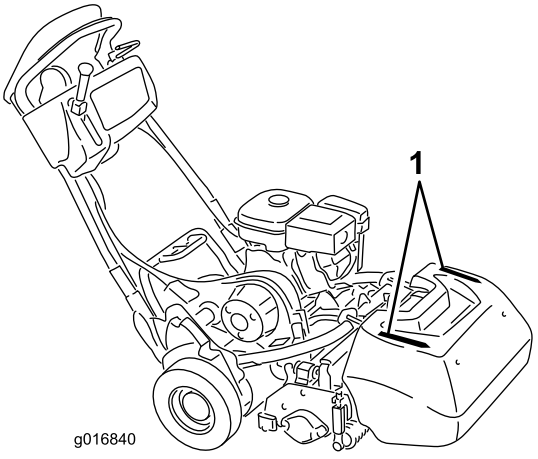

Figuur 25
- Om ervoor te zorgen dat het u gazon in een rechte lijn maait en de machine op een gelijke afstand van de rand van de vorige maaibaan blijft, moet u de markeringsstrepen op de mand gebruiken (Figuur 25).